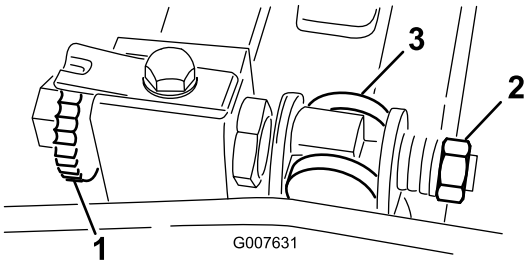

Figur 54
1. Vrid underknivsstångens justerskruv motsols, så att underkniven förs bort från cylindern (Figur 54).
2. För fjäderspänningsmuttern bakåt, tills brickan inte längre är spänd mot underknivsstången (Figur 54).